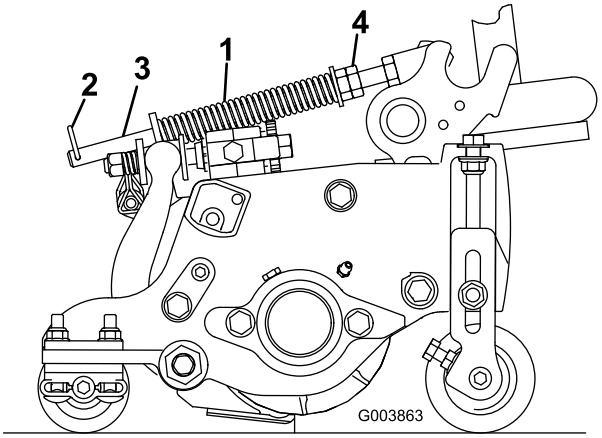

Figuur 13
1. Monteer de borgpen in de achterste opening in de veerstang (Figuur 13).
2. Draai de zeskantige moeren op het voorste uiteinde van de veerstang vast totdat de lengte van de samengedrukte veer 15,9 cm bedraagt (Figuur 13).